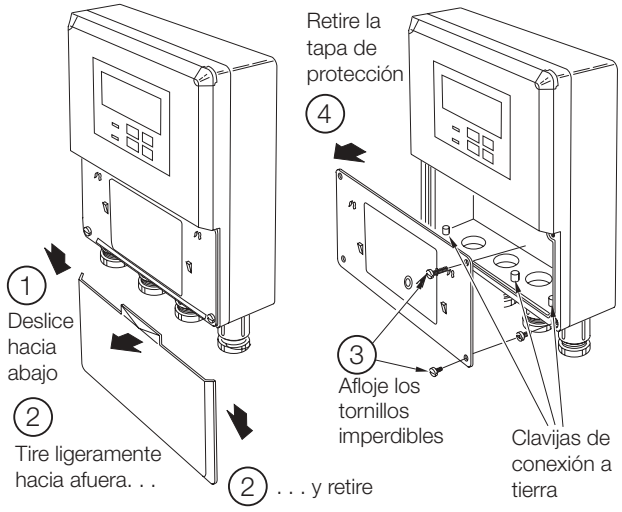

**Fig. 3.1 Acceso a los terminales – Instrumento de montaje en pared**
### 3.1.1 Instrumento de montaje en pared – Fig. 3.1
- **Conexión a tierra –**los terminales de conexión están instalados en la caja del transmisor para la conexión a tierra de la barra colectora – vea las Figs. 3.1 ó 3.2.
**Nota.** Vea la Fig. 3.1 para mayor información sobre el acceso a los terminales.